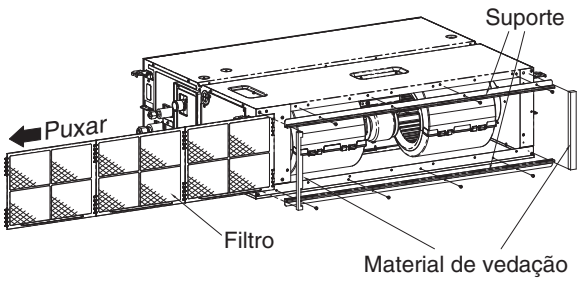

Fig. 3-15
(1) Primeiro puxe um filtro na direcção da caixa do equipamento eléctrico na unidade. (Fig. 3-15)
(2) Em seguida, retire o material de vedação, o suporte e o filtro instalados no lado da abertura de admissão de ar. (Fig. 3-15)
(3) Instale a conduta (fornecimento de campo).